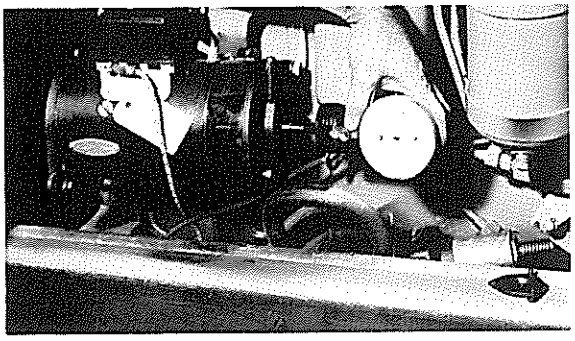

FIG. 11
After the governor is reassembled and placed on the tractor the R.P.M. should be checked. This can be done as shown in Fig. 11. Be sure the generator belt is tight and not worn. Determine the R.P.M. of the crankshaft. Generator turns 1.7 times crankshaft speed.)
2. After all adjustments and controls have been examined and corrected, if necessary,, proceed again to determine the R.P.M. as shown in Fig. 11.